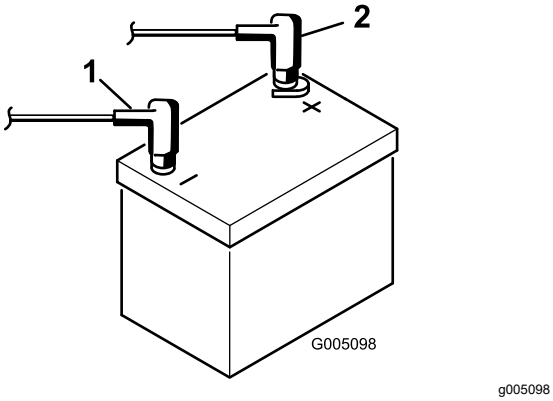

Figur 4
7. Koble den positive kabelen (rød) til den positive (+) polen og den negative kabelen (svart) til den negative (–) polen, og fest dem med skruer og mutre (Figur 4). Kontroller at den positive (+) klemmen er skjøvet helt ned på polen, og at kabelen er plassert tett inntil batteriet. Kabelen må ikke komme i berøring med batteridekslet.